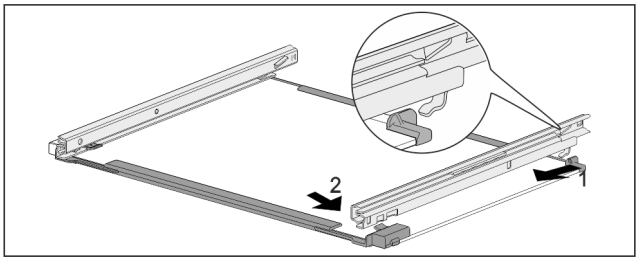

*Fig. 234 Placa de sticlă cu șine*
- ▶ Agățați șina în partea din spate. *Fig. 234 (1)*
- ▶ Înclichetați șina în partea din față. *Fig. 234 (2)*